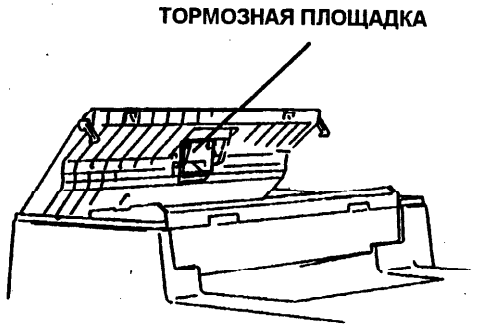

Рис. 2. Тормозная площадка
- тормозную площадку (Рис. 2).